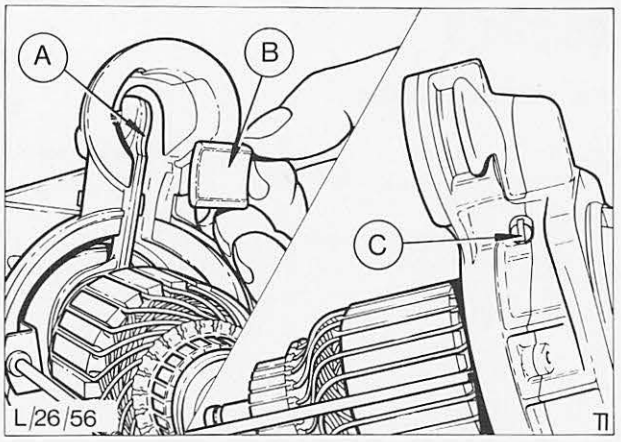

Abb. 60 A = Einrückgabel
8. Gummi-Einlage aus dem Antriebslagerschild entnehmen, Abb. 60. Mutter vom Drehbolzen der Einrückgabel abschrauben und Drehbolzen aus dem Gehäuse ziehen, Abb. 60.